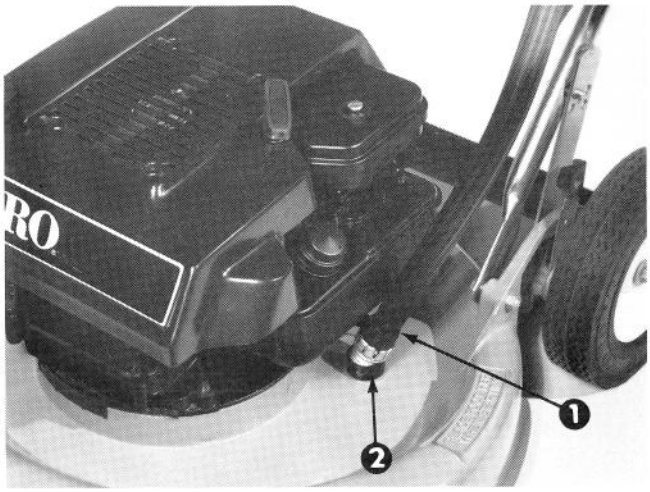

Figure 14
3. Start the engine. Insert end of hose, without nozzle, into wash-out port opening (Fig. 14). Using moderate water pressure, allow water and engine to run for approximately two minutes. The action created by the rotating blade and water flushes accumulations of grass clippings from underside of mower housing. When grass is no longer discharged and color of discharged water is clear again, stop the engine. Pull high tension wire off spark plug after all parts stop moving.